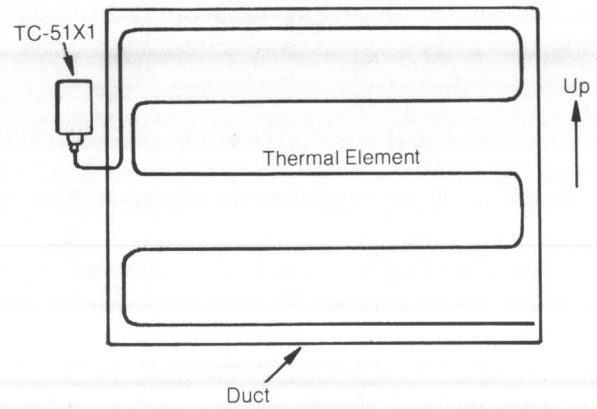

Figure 2
Install all but a few inches of the thermal element securely in the controlled media for maximum sensing capability and minimum vibration damage. Usual location of the thermal element is on the downstream side of the coil. The element should be serpentined in a horizontal pattern so that it will be exposed to all areas where low temperatures are possible. (See Figure 2.) Capillary hardware is not included.
2. Mount case (Figure 2) with two screws (#10 max) in screw slots in back of case (screws not included).